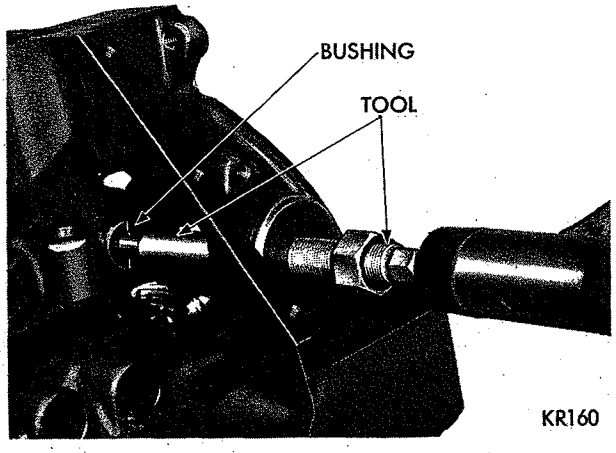
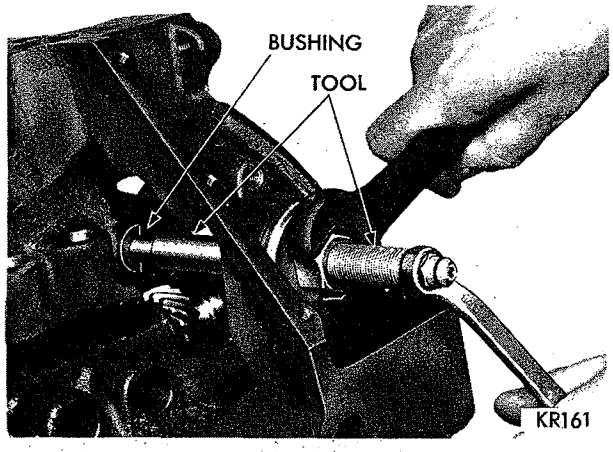

*Fig. 36—Installing Distributor Drive Shaft Bushing Using Tool C-3053*
*Fig. 37—Burnishing Distributor Drive Shaft Bushing Using Tool C-3053*
(1) Slide a new bushing over burnishing end of Tool C-3053 and insert tool bushing into the bore, (Fig. 36).
(2) Drive bushing and tool into position, using a soft hammer.
(3) As the burnisher is pulled through the bushing by tightening remover nut, the bushing is expanded tight in the block and burnished to correct size (Fig. 37). **DO NOT REAM THIS BUSHING.**